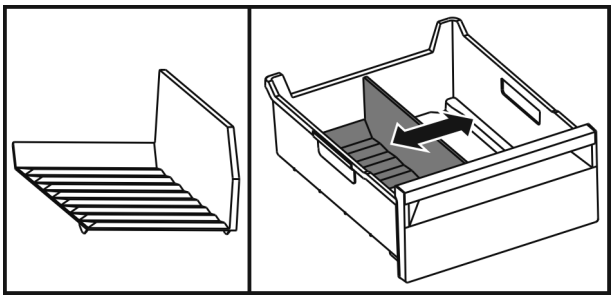

*Fig. 34*
▶ Lift the back of the divider *Fig. 34 (1)*.
▶ Lift it up and out *Fig. 34 (2)*.